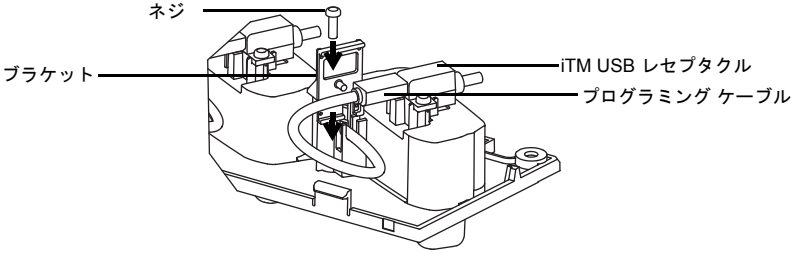

図 13: プログラミング ケーブルを固定する
4. プラスチック製のブラケットとネジを取り付けてプログラミング ケーブルを固定します (図 13 を参照してください)。